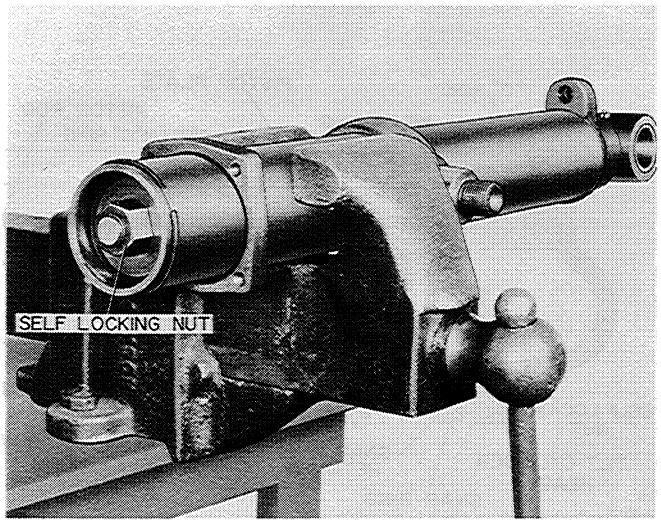

Figure A-43
5. Place the self locking nut on the threaded end of the piston rod and tighten the nut to 175 foot pounds, Figure A-43.